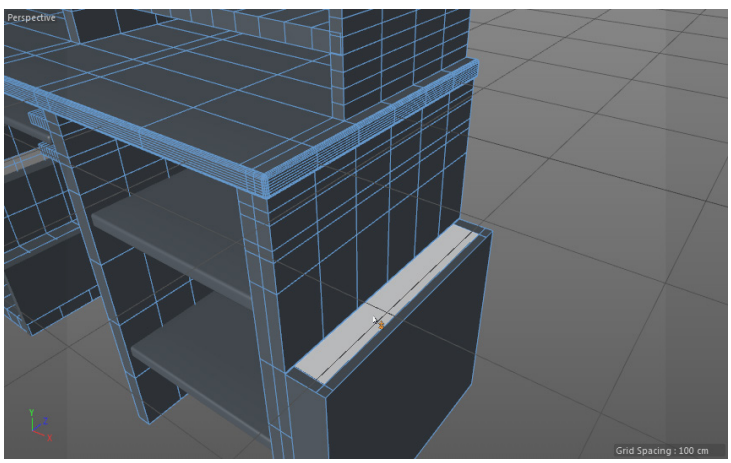
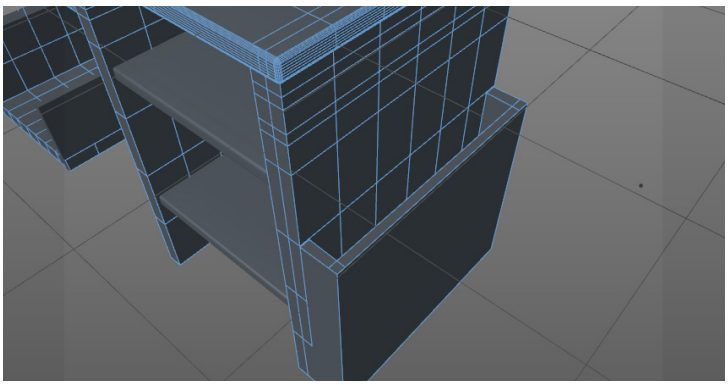

Figure 3-126 *Highlighted polygon*
Figure 3-127 *Dragging the highlighted polygon downward*
7. Hover the cursor on the polygon; the polygon is highlighted, as shown in Figure 3-126. Next, hold the CTRL key and drag the highlighted polygon downward, as shown in Figure 3-127.